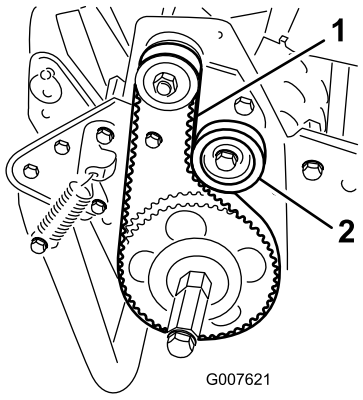

Figur 31
2. Kontroller hvor stram remmen er ved å presse på mellomspennet (Figur 31) med en kraft på 1,8 til 2,3 kg. Remmen skal gi etter 6 mm.
A. Løsne monteringsmutteren på lederullen, og vri lederullen med klokken mot baksiden av remmen helt til du oppnår ønsket remspenning (Figur 31).